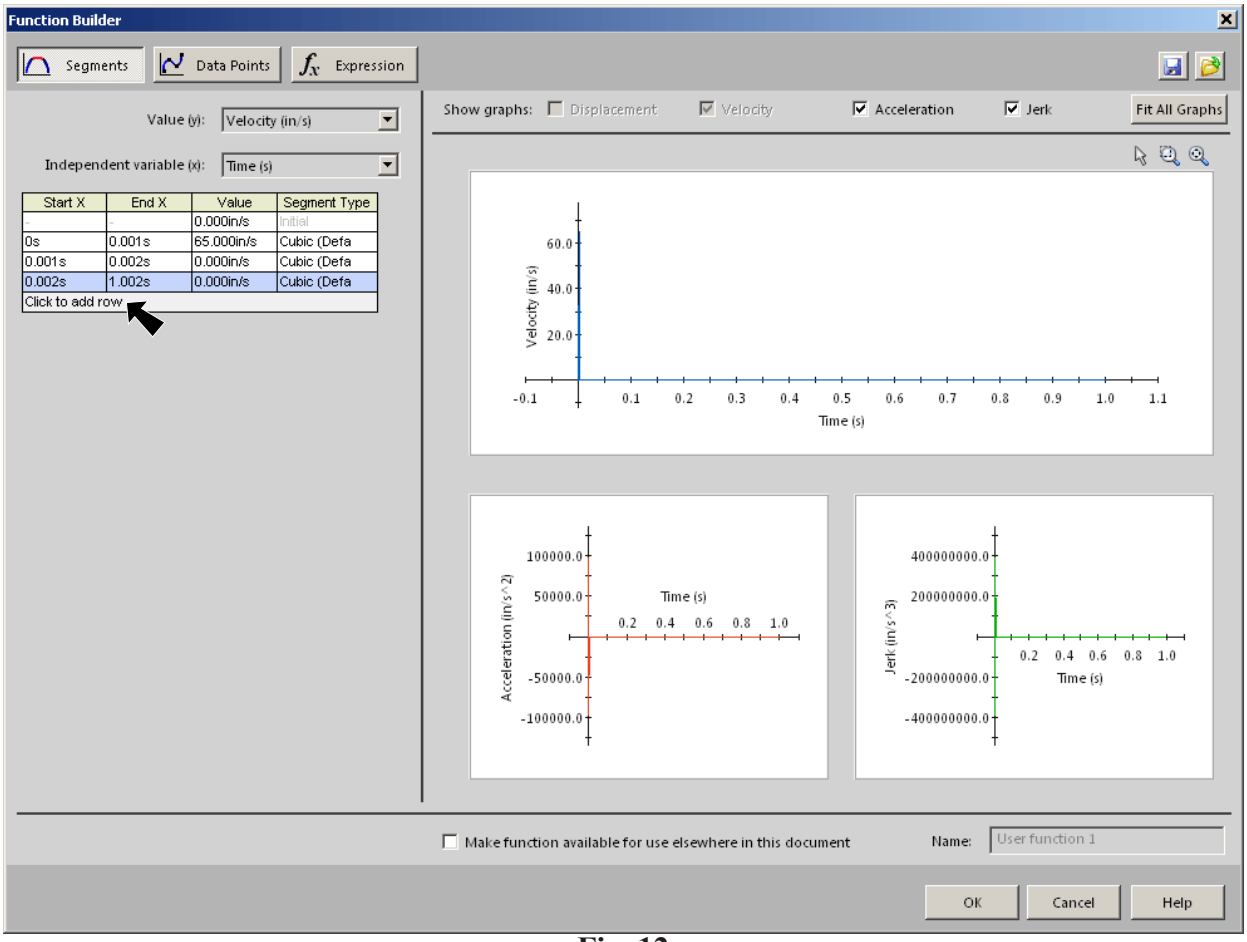

**Fig. 12**
Step 5. **Segment 2**, **Fig. 12**